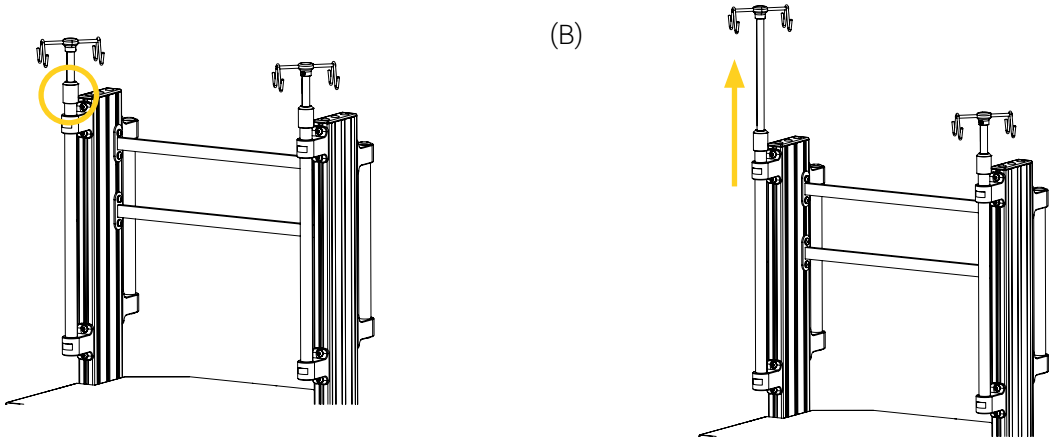

Figure 14 : Ajustement de la hauteur de la tige à soluté
1. Desserrer le collet de la tige à soluté en le tournant dans le sens antihoraire environ un quart de tour, puis monter ou descendre la tige selon vos besoins (Figure 14).